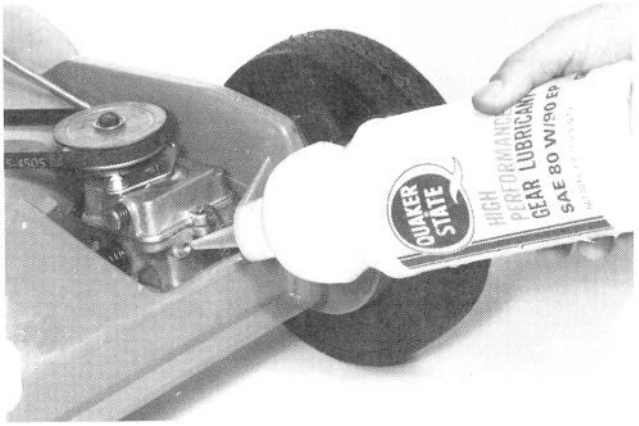

Figure 32
3. Add gear oil until gear oil leaks out when gear case is level (Fig. 32).